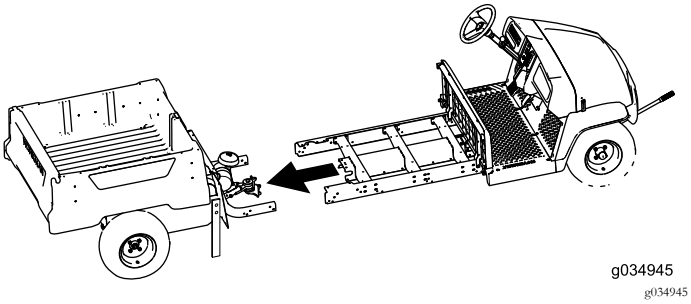

Figura 27
7. Fatevi aiutare da un assistente per unire tra loro le sezioni anteriore e posteriore della macchina (Figura 27).